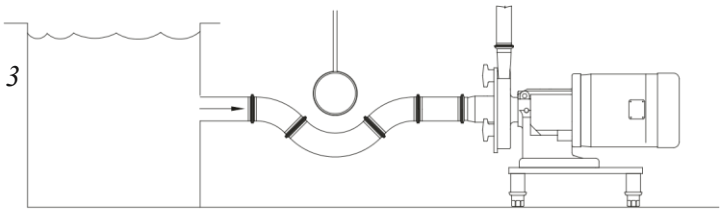

Figura 3
- Evite áreas de reservatório onde sedimentos possam se acumular (*Figura 3*).